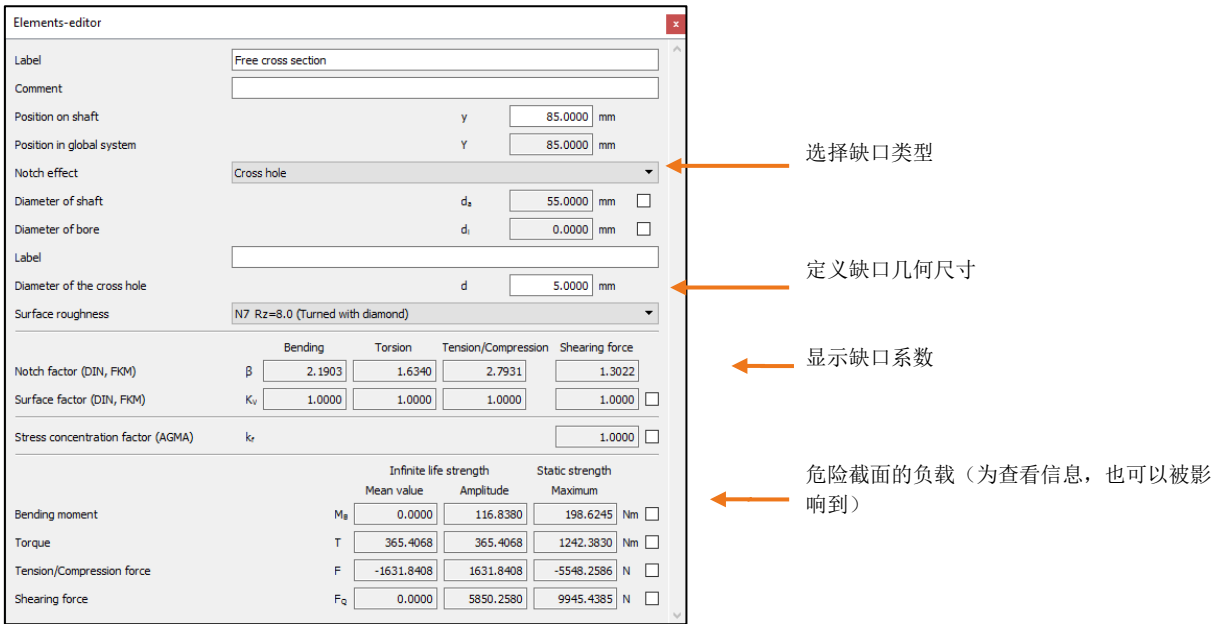

图 27.　定义危险截面 F-F 的缺口
- 完整的缺口系数细节（见图图 27）。（本案例中：相贯孔直径为 5 mm）